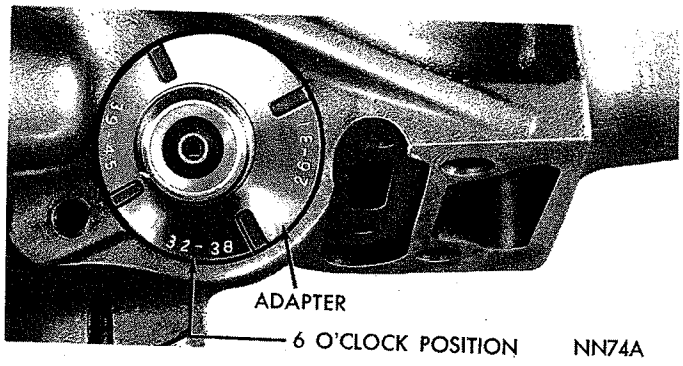
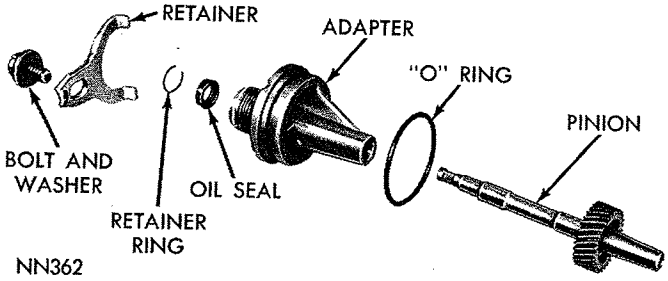

*Fig. 38—Speedometer Pinion and Adapter—Installed (Retainer Removed for View)*
*Fig. 39—Speedometer Drive—Disassembled*
(1) Remove bolt and retainer securing speedometer pinion adapter in the extension housing (Fig. 38).
(2) With cable housing connected, carefully work adapter and pinion out of the extension housing.
(3) If transmission fluid is found in cable housing, replace seal in the adapter (Fig. 39).
(4) Select pinion range numbers on outside of adapter to correspond with number of pinion teeth.
(5) Install adapter in pinion housing with pinion range numbers aligned with 6 o'clock position (Fig. 38).
(1) Disconnect propeller shaft at rear universal joint. Carefully pull shaft assembly out of the extension housing.
(2) Remove speedometer pinion and adapter assembly (Fig. 38). Drain approximately two quarts of fluid from the transmission.
(3) Remove bolts securing extension housing to the crossmember. Raise transmission slightly with service jack Tool C-3203A, then remove center crossmember and support assembly.
(4) Remove extension housing to transmission bolts.